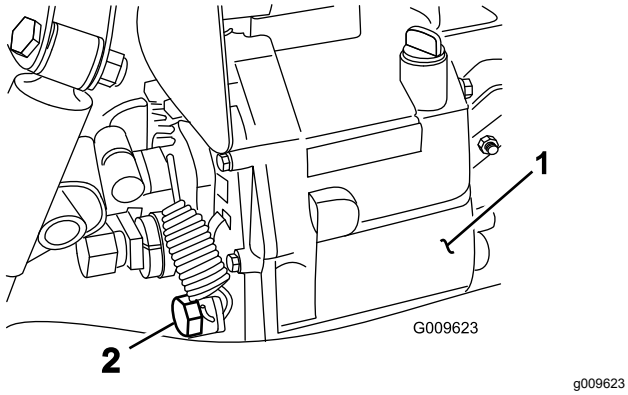

Figur 67
4. Fjern aftapningsproppen fra siden af beholderen, og lad hydraulikvæsken løbe ud i en drænbakke (Figur 67).